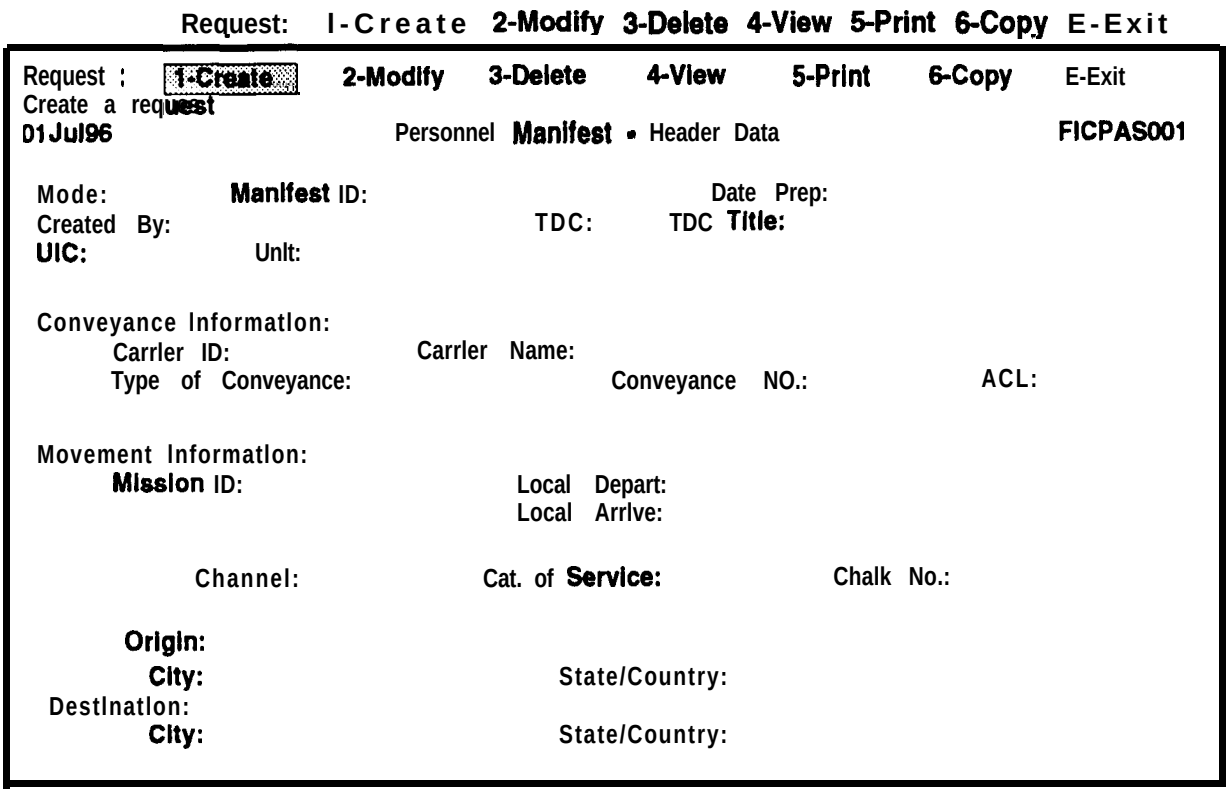

Figure 12-2. Personnel Manifest - Header Data Screen
a. Select **Passenger Manifest** from the TC ACCIS MAIN MENU. The Personnel Manifest - Header Data screen, as shown in Figure 12-2, will be displayed with the Request: ring menu at the top: